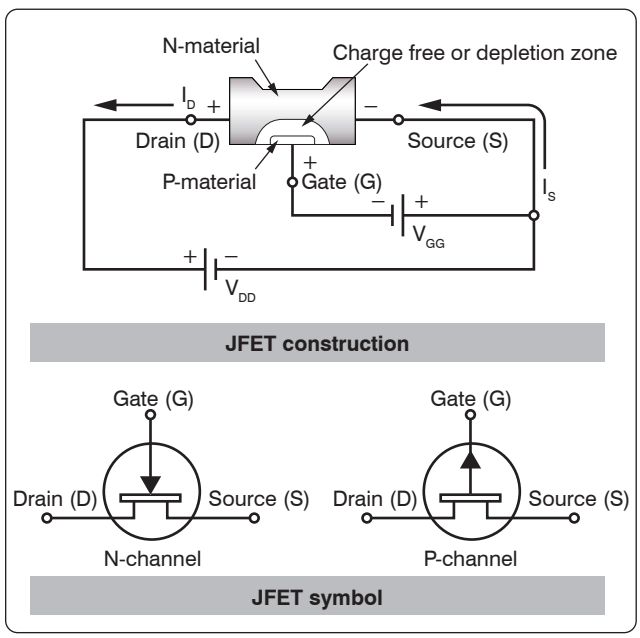

Figure 12-225. *JFET and the schematic symbol.*
Figure 12-225 shows the basic construction of the JFET and the schematic symbol. In this figure, it can be seen that the drain (D) and source (S) are connected to an N-type material, and the gate (G) is connected to the P-type material. With gate voltage Vgg set to 0 volts and drain voltage Vdd set to some positive voltage, a current flows between the source and the drain, through a narrow band of N-material. If then, Vgg is adjusted to some negative voltage, the PN junction is reverse biased, and a depletion zone (no charge carriers) is established at the PN junction. By reducing the region of noncarriers, it has the effect of reducing the dimensions of the N-channel, resulting in a reduction of source to drain current.